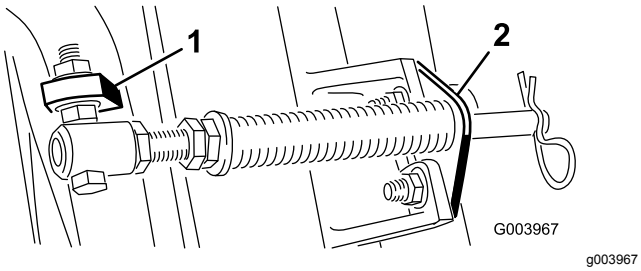

Figur 6
C. Monter skruen til fjærrøret på motsatt tapp på bærerammen, og fest med flensmutteren. Skruehodet skal plasseres på utsiden av tappen som vist i Figur 6.
D. Monter de to stangbrakettene til klippeenhetstappene med låseskruene og mutterne (Figur 6).